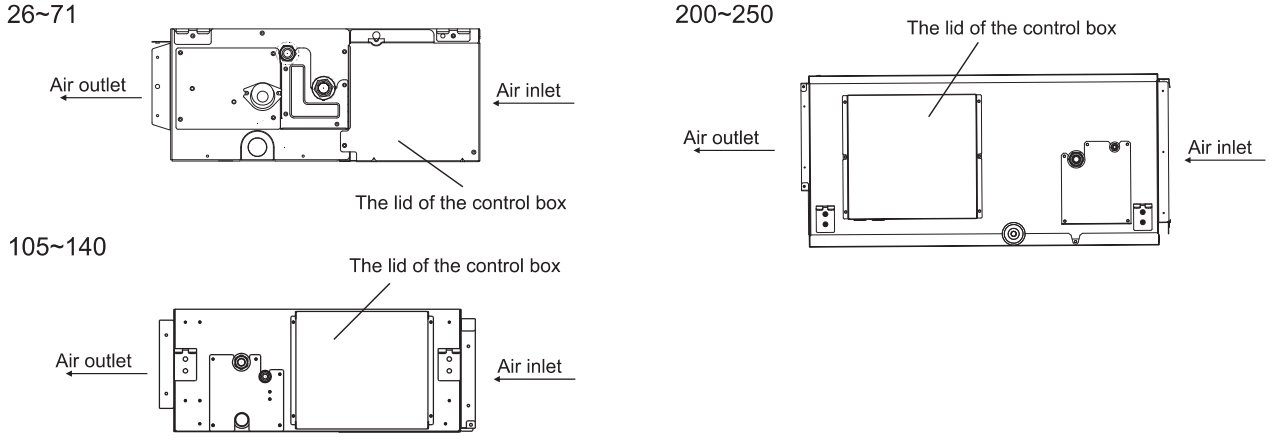

Fig. 6.1 Remove the screws on the control box
(1) As shown in Fig.6.1, remove the screws on the control box.
(2) Connect the power cord and ground wire to the main terminal.
(3) Connect the remote control wire to the subsidiary terminal box.
(4) Connect the power supply of the indoor and outdoor units to the main terminal.
(5) Tie the cable in the electric box with the clamp tightly.
(6) After completing the wiring, seal the wiring hole with the sealing material (with the lid) to prevent the condensation and insects entering the control box.
(7) Put the electric box cover back after completion of the work.